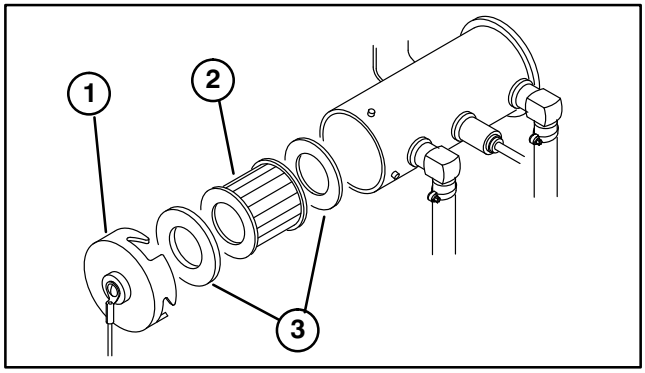

**Figure 37**
**4.** Place a drain pan under fuel pump and remove cover from fuel pump (Fig. 37). Take care not to damage wire while removing cover.
**5.** Pull filter out of pump body (Fig. 37).
**8.** Clean cover of any residue (Fig. 37), insert filter into body and install cover.